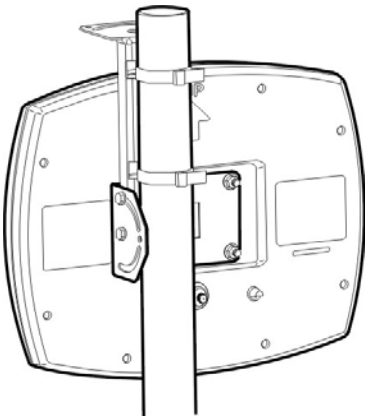

Figure 4.4: Pipe mounted DU
1. Feed the end of the hose clamp through the holes as shown in Figure 4.4:“Pipe mounted DU”.